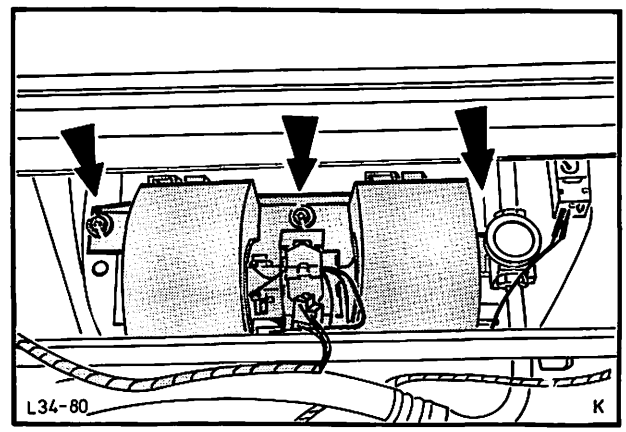

Abb. 49 Gebläse einbauen
7. Gebläse komplett einbauen, Abb. 49, und Kabel anschließen (3 Muttern).